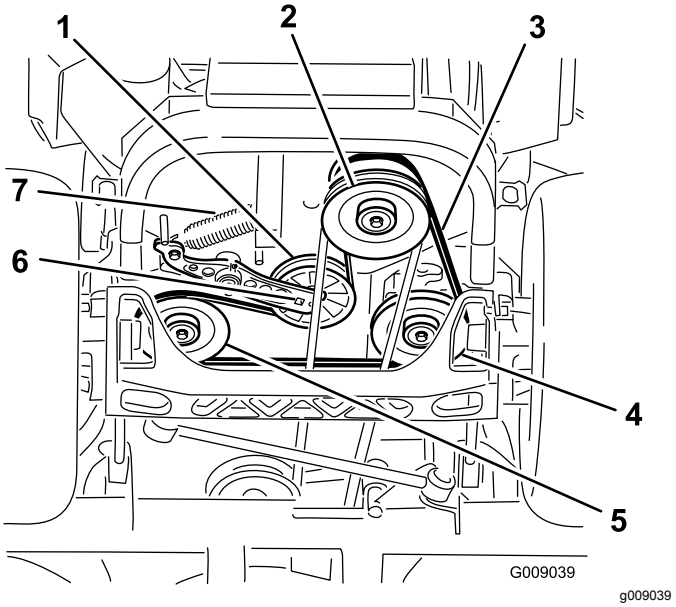

Figur 84
4. Höj upp maskinen och stötta upp den med domkrafter (Figur 84).
5. Använd en spärrhake i det fyrkantiga hålet i mellandrevsarmen för att ta bort mellanremskivfjädern (Figur 84).
6. Kroka av mellanremskivfjädern från ramen (Figur 84).
9. Använd en spärrhake i det fyrkantiga hålet i mellandrevsarmen för att montera mellanremskivfjädern på ramen (Figur 84).